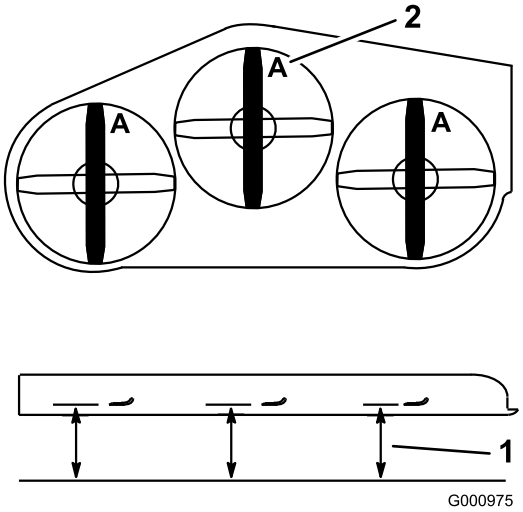

Figur 77
3. Vrid knivarna tills ändarna vetter framåt och bakåt. Mät från ett jämnt underlag till eggen, läge **A**, på knivarna (Figur 77). Anteckna måttet.